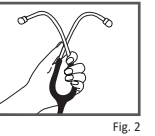

Fig. 2
3. Pour augmenter la tension du ressort, comprimer la lyre comme indiqué sur la figure 2.